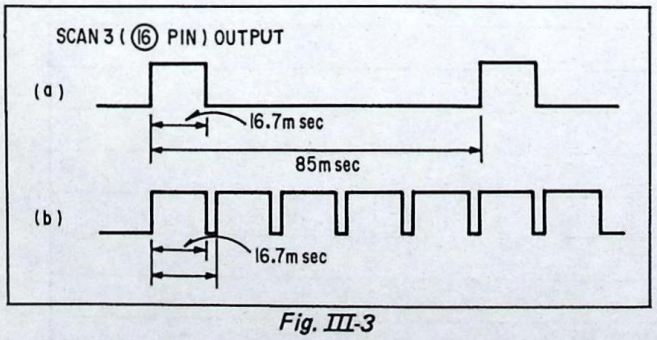

Fig. III-3
SCAN 3 ((16) Pin) has been outputting the pulses at timing (interval of 85msec.) as shown in Fig. III-3(a).
While KEY is pushed, however, the timing is changed to be with interval of 17msec. (see Fig. III-3(b)).